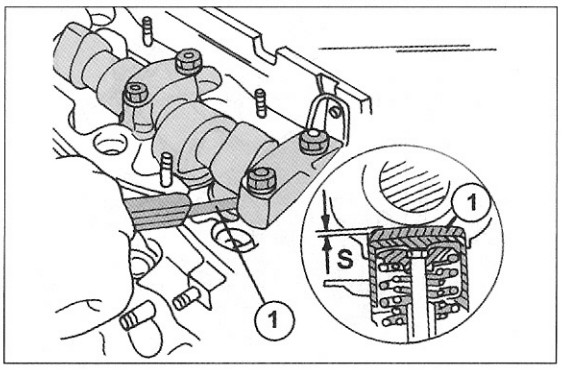

Bild 90
Falls die Werkzeuge nicht zur Verfügung stehen und man keine andere Lösung findet, verbleibt nur die Werkstatt, um die Ventile einstellen zu lassen. Ventilspiele werden mit einer Fühlerlehre gemessen, wie man es in Bild 90 sehen kann. Die Fühlerlehre wird zwischen dem Rücken des Nockens und der Fläche der Einstellscheibe auf dem Stößel eingeschoben. Nur die höchste Stelle des Nockens darf dabei in Kontakt mit der Einstellscheibe stehen.
- Kurbelwelle durchdrehen, bis beide Ventile des vierten Zylinders geschlossen sind, d. h. die flache Seite der Nocken steht in der in Bild 90 gezeigten Lage. Wenn man die Nocken des ersten Zylinders ansieht, wird man feststellen, dass das Auslassventil soeben schließt und das Einlassventil soeben öffnet, d. h. die Ventile stehen „im Wechsel".